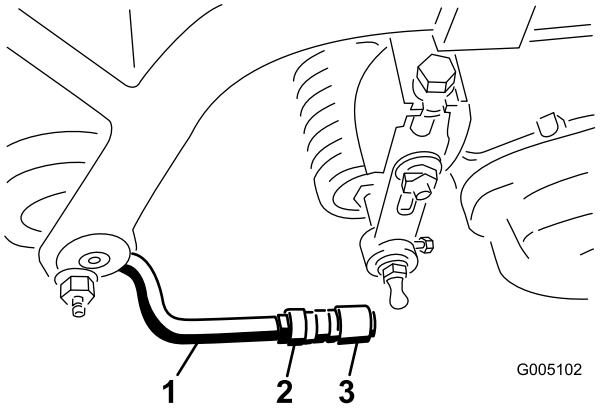

Figur 11
6. Rett opp kuleskålene i kuleleddene slik at den åpne siden av skålen midtstilles mot kulebolten. Trekk til låsemutterne for å feste kuleskålene (Figur 11).